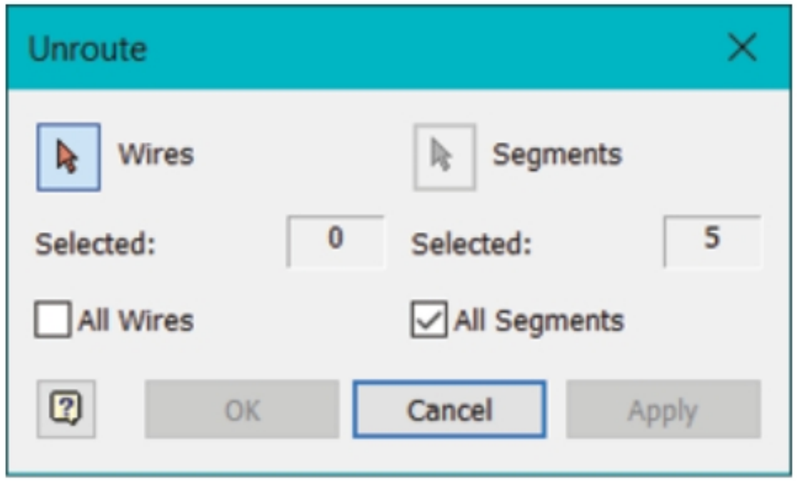

Figure-69. Unroute dialog box
- Click on the **Unroute** tool from the **Route** panel in the **Cable and Harness** contextual tab of **Ribbon**. The **Unroute** dialog box will be displayed; refer to Figure-69.